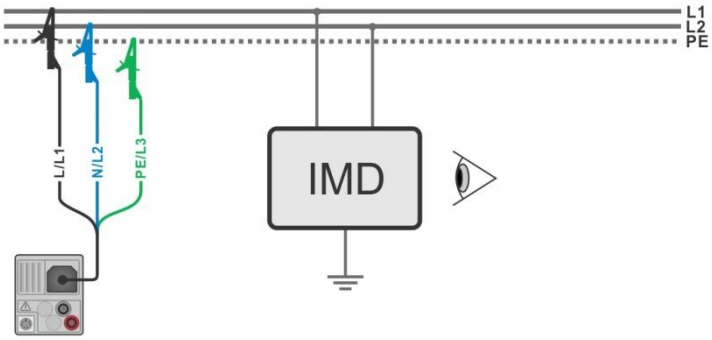

Figure 4.103: AUTO IT measurement
- Connect test leads to the object under test, see ***Figure 4.103***.